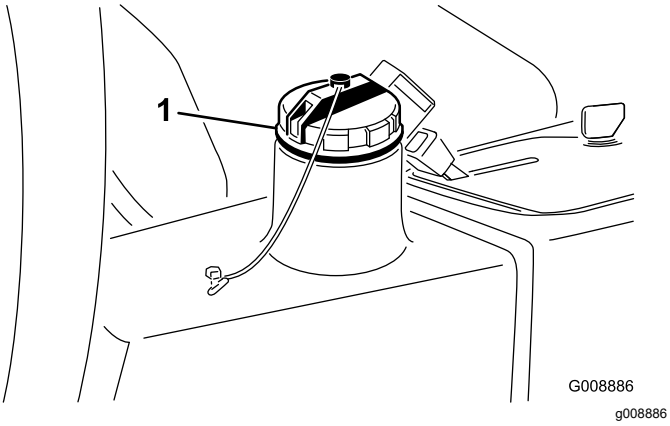

Figuur 78
4. Vul het reservoir (Figuur 78) met ongeveer 13,2 liter hydraulische vloeistof; zie Hydraulische vloeistof controleren (bladz. 22).